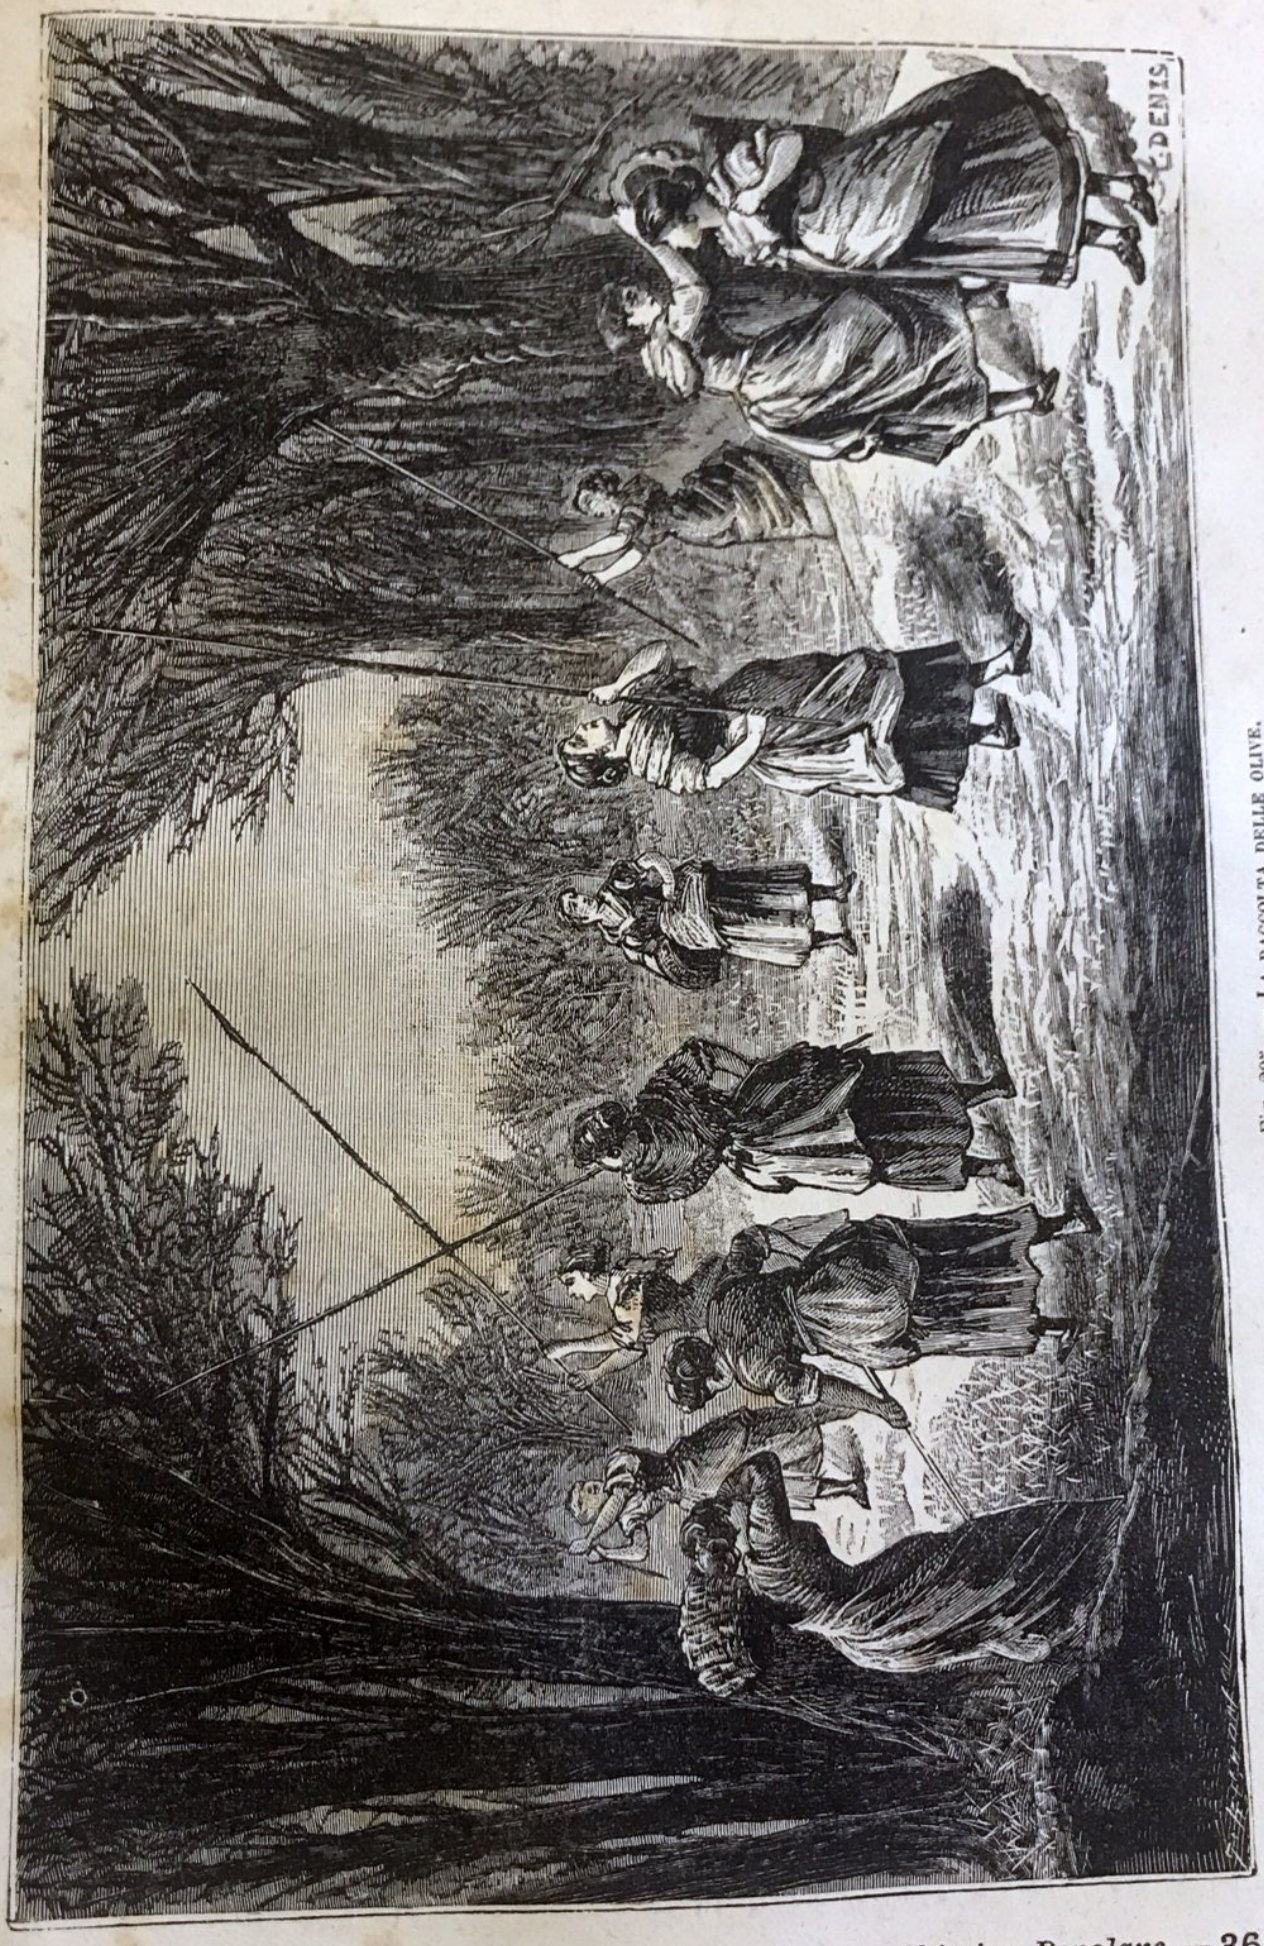

Fig. 205. — La raccolta delle olive.
(1) Nei paesi ove si coltiva l'olivo, ogni produttore tratta il prodotto del suo raccolto secondo pratiche che un'abitudine tradizionale gli ha rese famigliari, e che variano, in quanto ai particolari, da un paese all'altro. Sgraziatamente queste pratiche sono sovente molto grossolane ed imperfette e da questa circostanza provengono le qualità ed i difetti degli olii dei differenti paesi. Le olive sono mature nel mese di novembre, si colgono un po' prima che lo sieno perfettamente, se si vuol ottenere dell'olio fino che abbia il gusto di oliva. Se si aspetta la maturità completa, si ha un olio buono del pari, ma privo del sapore del frutto. Si colgono colle mani, oppure si abbacchiano con una pertica (fig. 205 a pag. 561); ma, se quest'ultimo metodo è molto spiccio, ha l'inconveniente di ammaccare i frutti, la qual cosa costringe a trattarli immediatamente, senza di che si altererebbero e fornirebbero dell'olio di sapore cattivo.